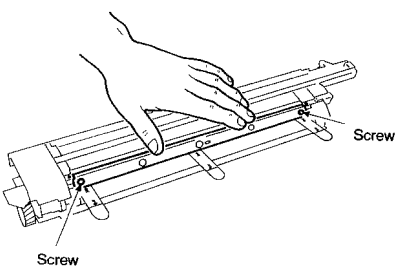

Figure 2-30c
3) While lightly pressing on the developing blade, fix it with the two screws as shown in Figure 2-30c. (Note that if the developing blade is pressed heavily, the developing cylinder may become damaged when the gap gauges are pulled out.)